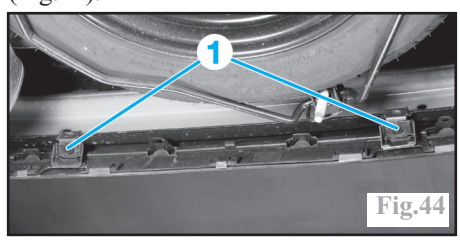

Fig.44
Déposer les **2 vis** (1) sous le bouclier (Fig.44).